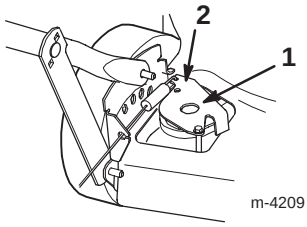

Abbildung 28
3. Den Antriebsbügel nach unten drücken, bis er den Rasenmäher berührt, und den Bügel in dieser Position halten (Abb. 28).